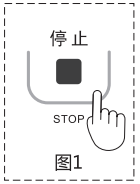
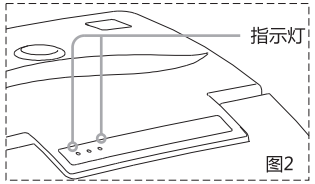

图1
图2
2.长按智能坐便器右侧快捷面板“停止”键(如图1)3秒钟以上，智能坐便器上的指示灯（如图2）会进入快速闪烁状态；
3.同时按住翻盖遥控器上 和 键(如图3)，一直到图2的指示灯取消闪烁为止；